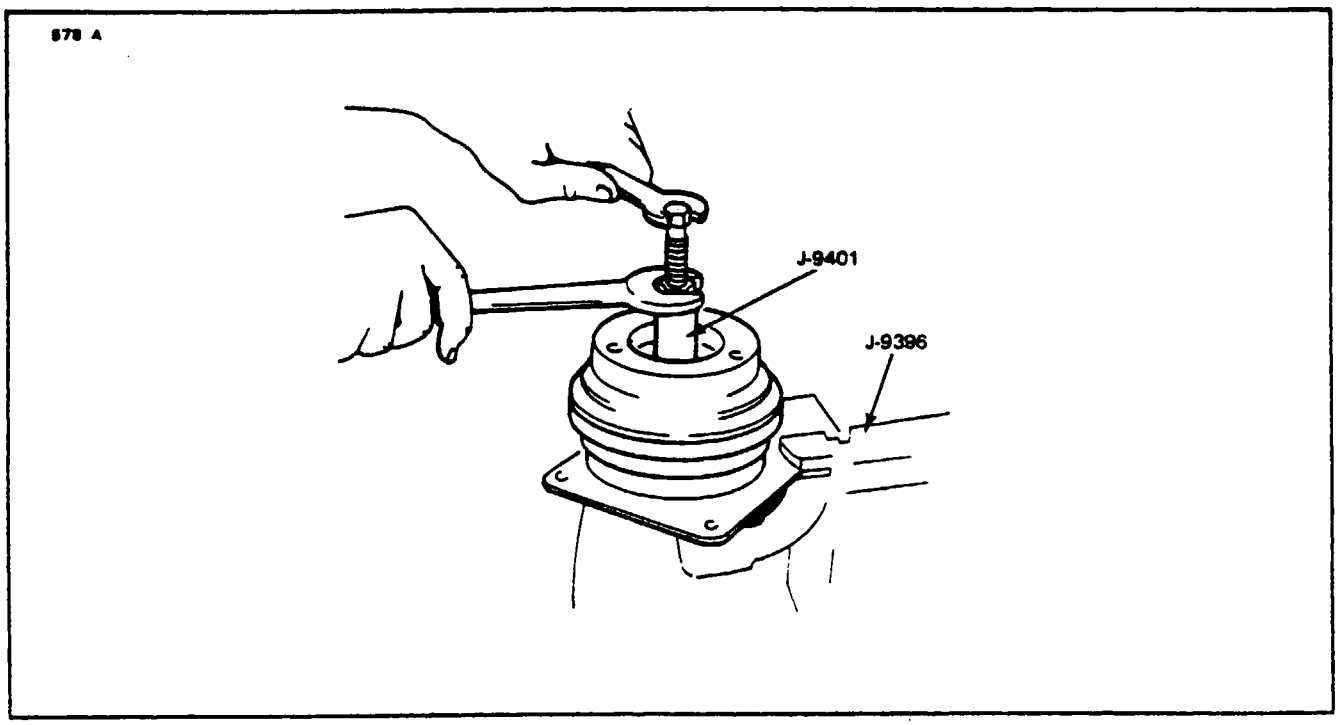

Figure 13-34. Removing Driven Plate (Frigidaire Compressor)
13-108. MAGNETIC CLUTCH, PULLEY AND OIL (Frigidaire Compressor). (Refer to Figures 13-34 thru 13-44.)
b. Install puller J-9401 into hub of driven plate. Hold main body of tool and turn forcing screw clockwise to remove driven plate. (Refer to Figure 13-34.)